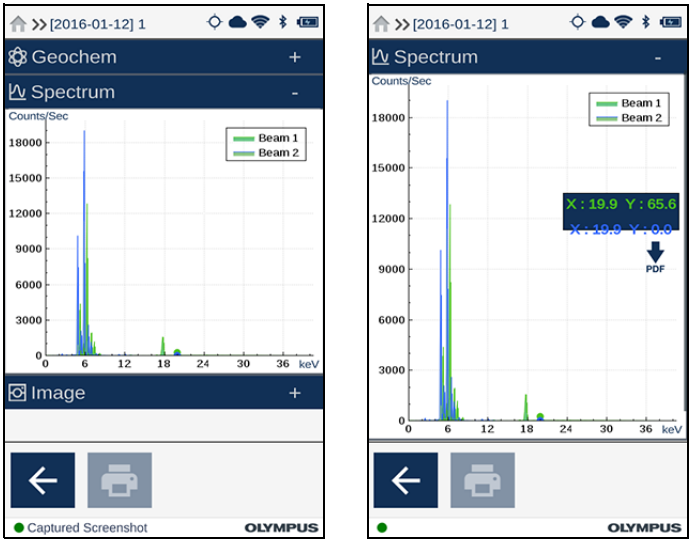

Рис. 3-3 Спектр — Неразвернутый (слева) и развернутый (справа)
2. Нажмите и удерживайте указатель на спектральном изображении до его максимального увеличения (см. Рис. 3-3 на стр. 106).